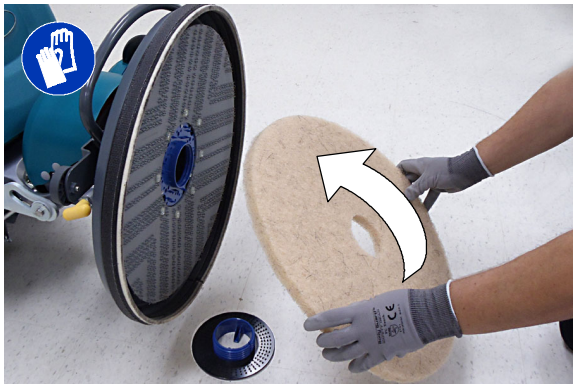

FIG. 27
1. Flip the burnishing pad over or change to a new pad (Figure 27).